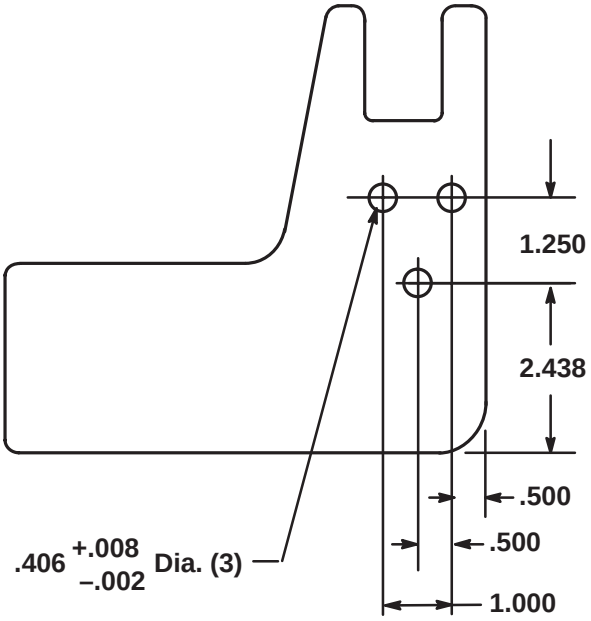

Figure 7
Note: If the rear cradle mounting holes are not in the lift arms, use the dimensions shown in Figure 7 to locate, mark, and drill the 3 holes (13/32 in. diameter) required in each lift arm.
4. Slide the carrier frame onto the lift arms aligning the mounting holes. Secure each side of the carrier frame to the lift arms with 3 capscrews (1/2 x 1-1/2 in.). Torque the capscrews to 70–80 ft.-lb. (95–108 N·m) (Fig. 7).